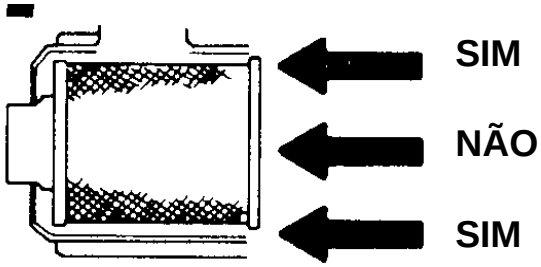

FIGURA 7-9
b. INSIRA O FILTRO CORRETAMENTE. A área de vedação está na parte interna da extremidade aberta do filtro primário. Um filtro novo possui um lubrificante seco para ajudar na instalação. A área de vedação crítica estica ligeiramente, faz um ajuste automático e distribui a pressão de vedação uniformemente. Para concluir uma vedação firme, aplique pressão no aro externo do filtro, não no centro flexível. Não é necessário pressionar a tampa para prender a vedação (Figura 7-9).